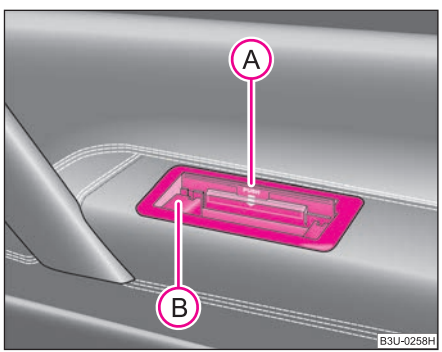

Fig. 90 Ashtray in the armrest of the rear right door
– Press on the top part of the opened ashtray cover in position (A), the ashtray insert (B) is raised ⇒ fig. 90.